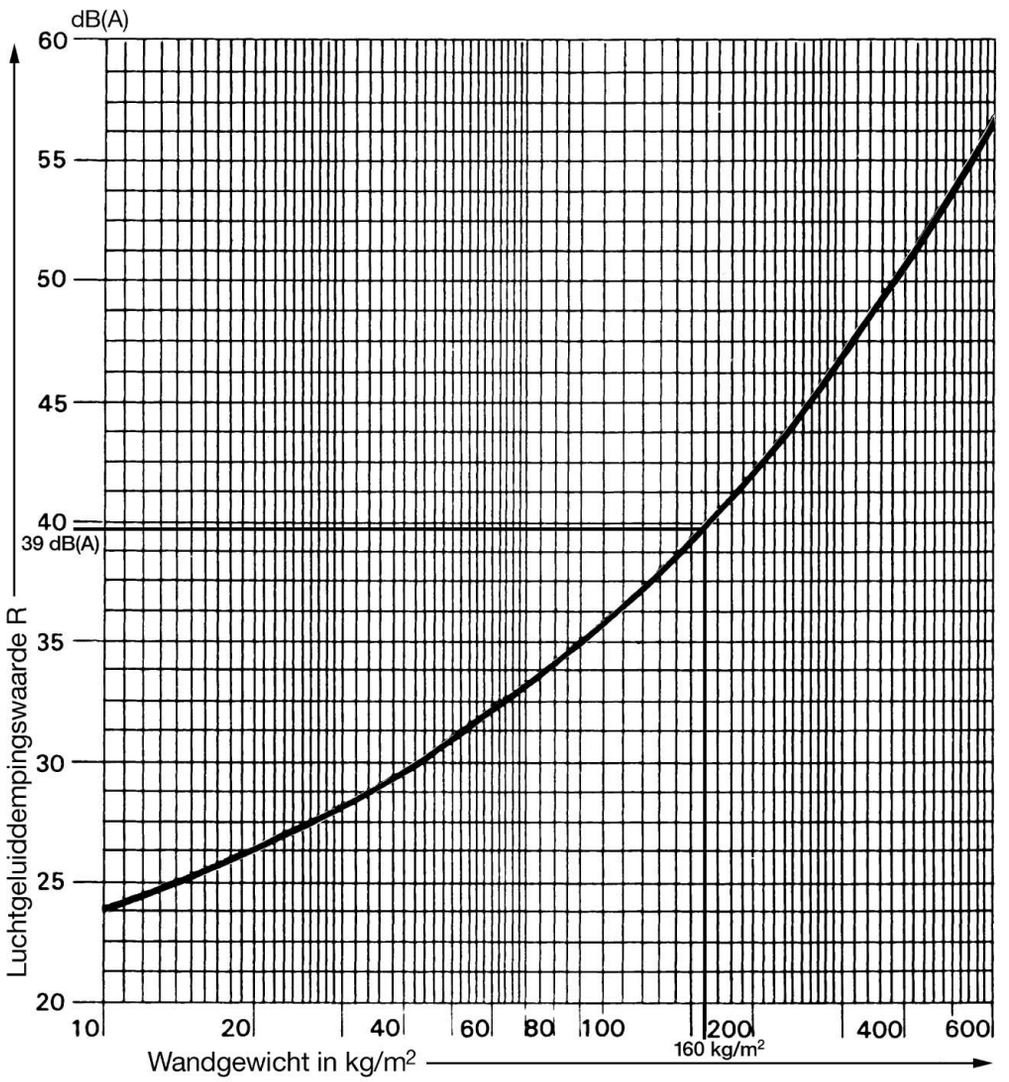

Afbeelding 28: Indicatie wandgewicht in relatie tot dempingswaarde
Met het bekende wandgewicht in kg/m^2 kan men nu de gemiddelde geluidsisolatiewaarde in dB(A) aflezen: zie afbeelding 28 „Indicatie wandgewicht in relatie tot dempingswaarde" op pagina 45.